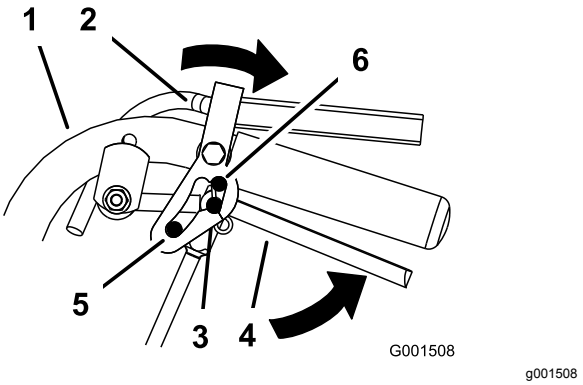

Figur 10
2. Placera tummarna på överdelen av låsen och för dem bakåt tills sprintarna är i NEUTRALLÄGE (Figur 10).